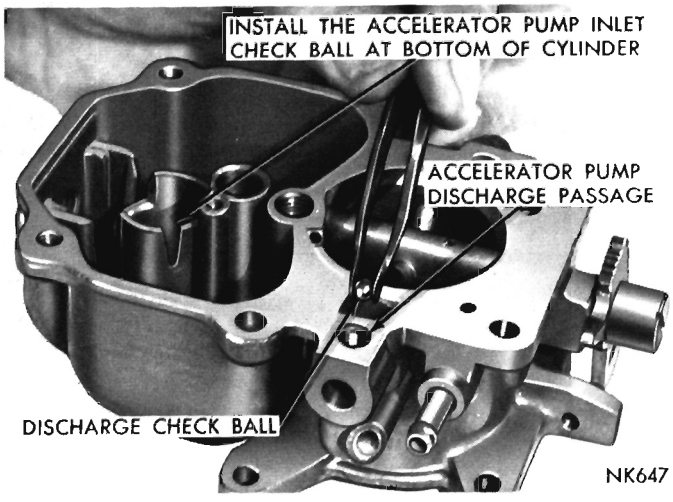

Fig. 9—Installing Accelerator Pump Discharge and Intake Check Balls
(1) Install accelerator pump discharge and intake check balls in their respective passages, (Fig. 9).